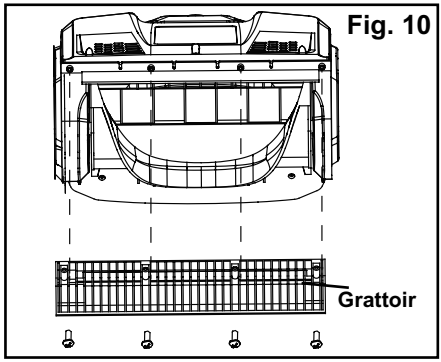

Fig. 10
- Enlevez le grattoir et jetez-le conformément aux règlements en vigueur. (fig. 10).